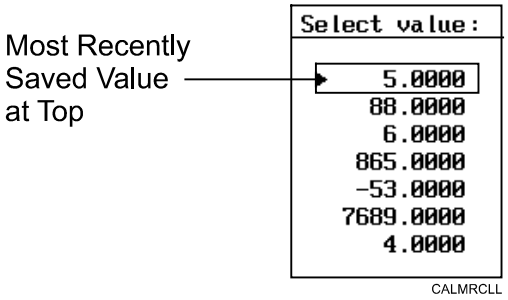

Figure 5-6, Math Calculator Select Value Pop-Up
2. Highlight the **Math Calculator** template, and press **ENTER**. **Select value:** pop-up is displayed, with the most recently saved value displayed at the top of the pop-up menu. Refer to **Figure 5-6**.